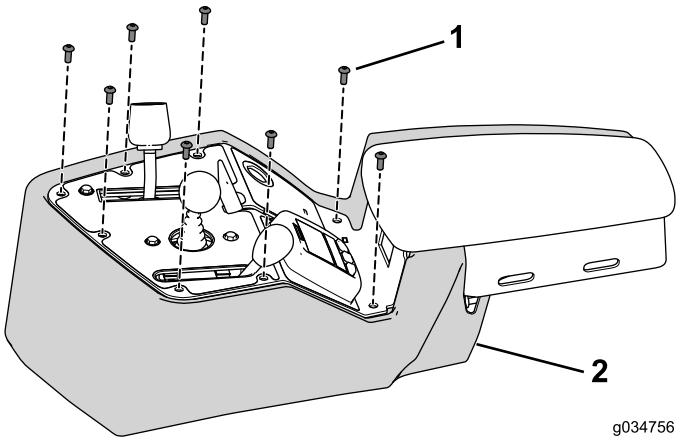

Bild 31
1. Befestigen Sie die Bedienfeldabdeckung mit den acht vorher entfernten Schrauben am Bedienfeld (Bild 31).